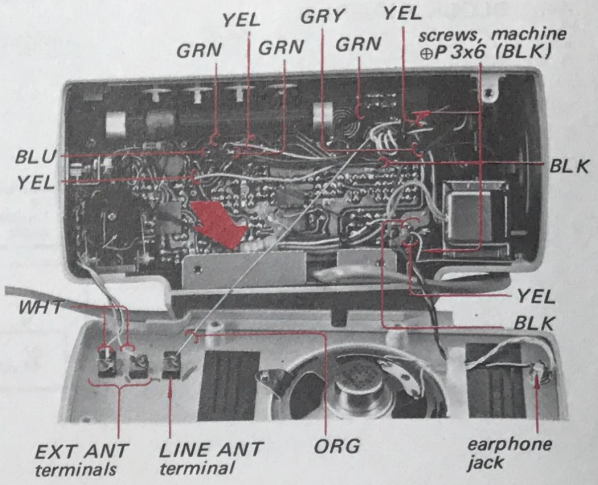

Fig. 2-3.
3. Unsolder the WHT leads at the EXT ANT terminals and the ORG lead at the LINE ANT terminal as shown in Fig. 2-3.
4. Unsolder the BLK, YEL and GRN leads from the earphone jack at the printed circuit board as shown in Fig. 2-3.
5. Unsolder the two GRN leads and two YEL leads from the power transformer at the printed circuit board as shown in Fig. 2-3.
6. Unsolder the BLK, BLU, GRN, GRY and YEL leads from the micro switches at the printed circuit board as shown in Fig. 2-3.
8. Remove the two machine screws at the printed circuit board as shown in Fig. 2-3.
9. Remove the printed circuit board in the direction shown by the arrow in Fig. 2-3.